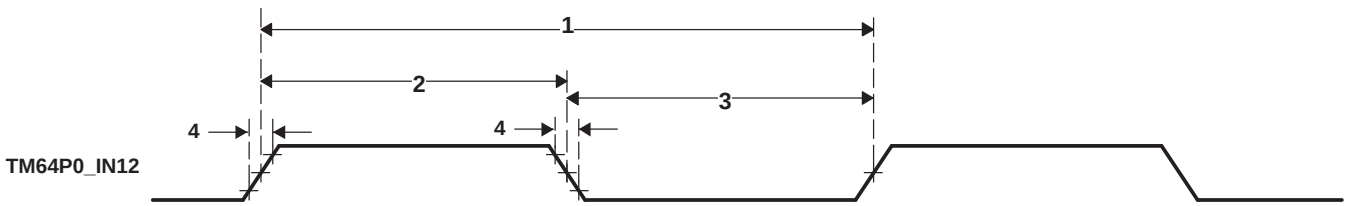

Figure 6-72. Timer Timing
Table 6-108. Timing Requirements for Timer Input(1) (2) (see Figure 6-72)